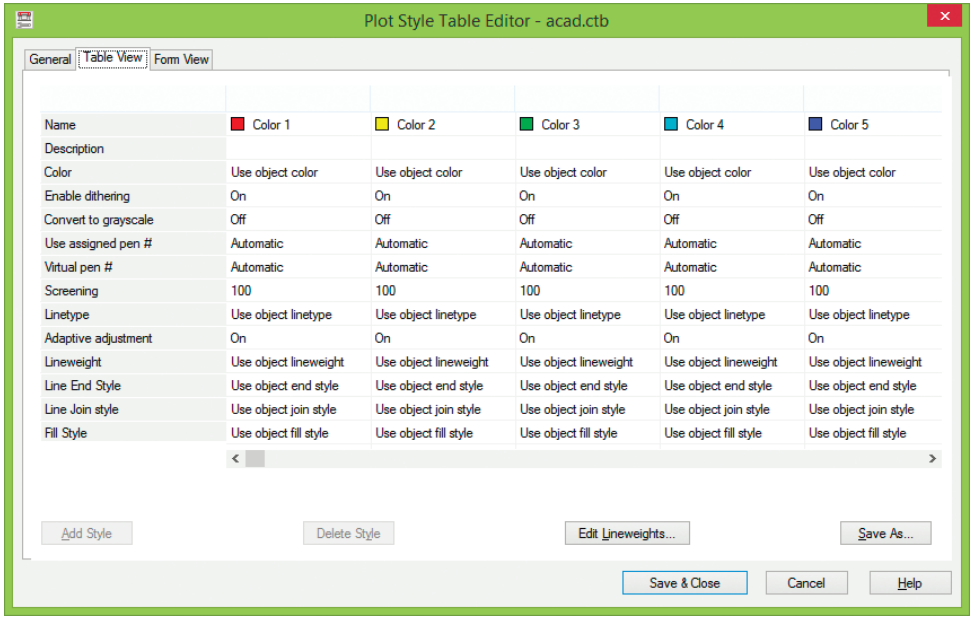

Рис. 15.14. Редактор таблиц стилей печати, вкладка таблицы
- ◊ вкладки **Table View** и **Form View** (рис. 15.14, 15.15) – содержат все существующие в таблице стили и их параметры;